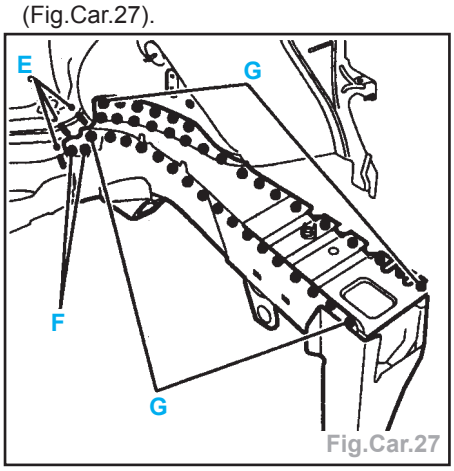

Fig.Car.27
- Poser la semelle centrale de brancard (Fig.Car.27).